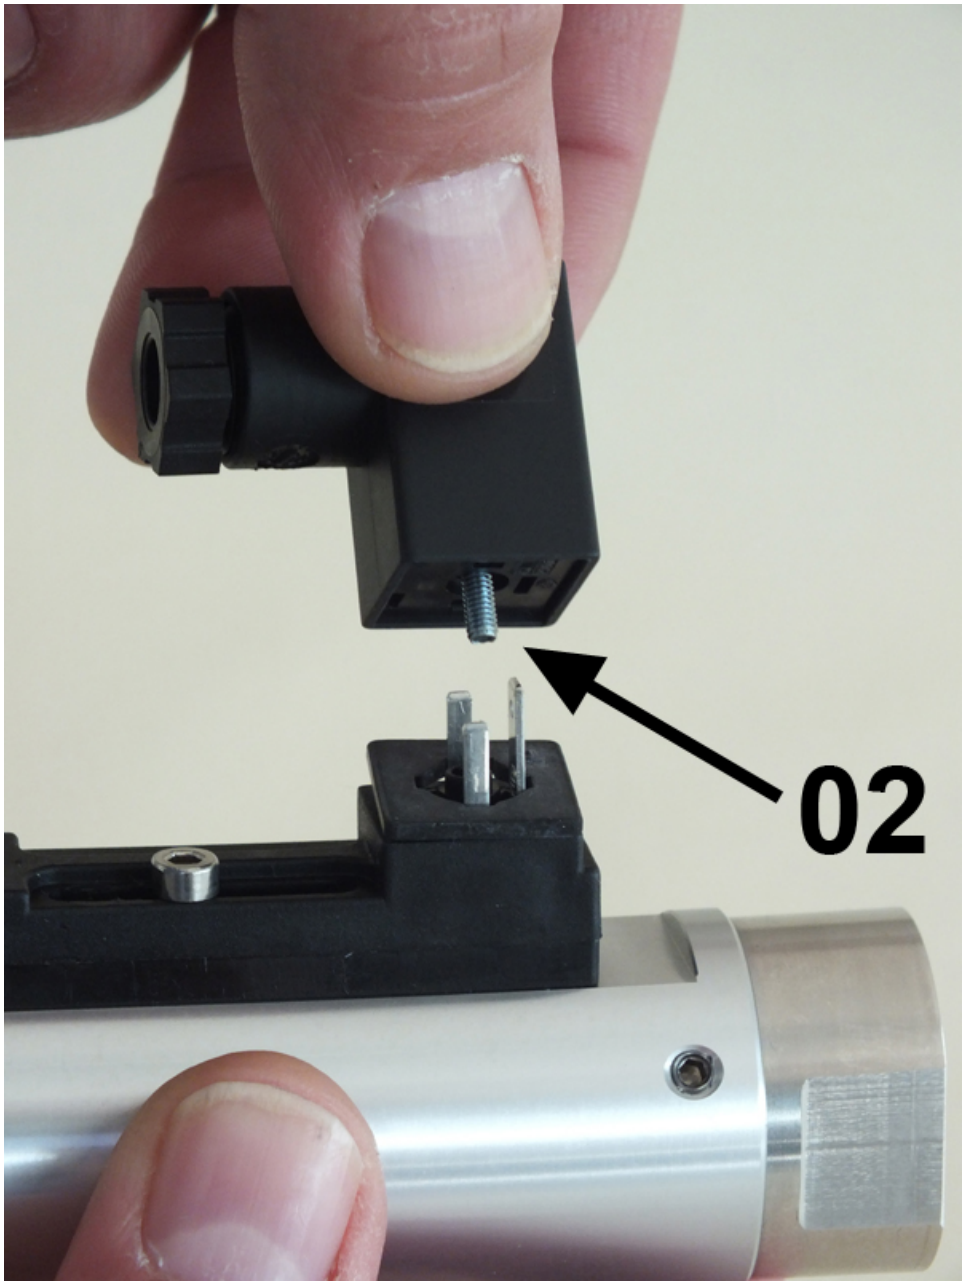

Abb. 54: Steckerdose abziehen
2. Steckerdose mit dazugehöriger Dichtung (*Abb. 54*/02) nach oben abziehen